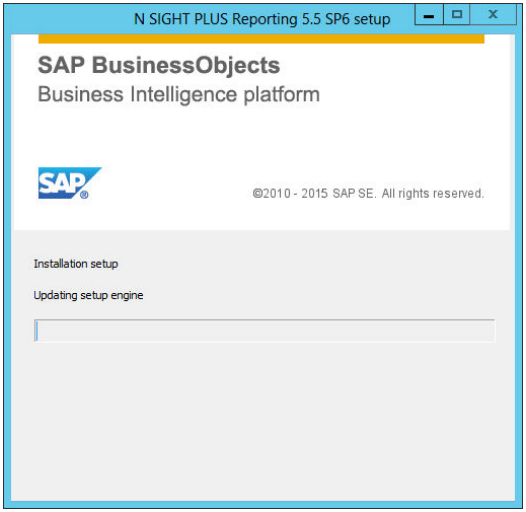

Figure 6.37 – SAP BusinessObject - Reporting
2. Click **Next** to begin installing the reporting module. See Figure 6.37 on page 6-26.